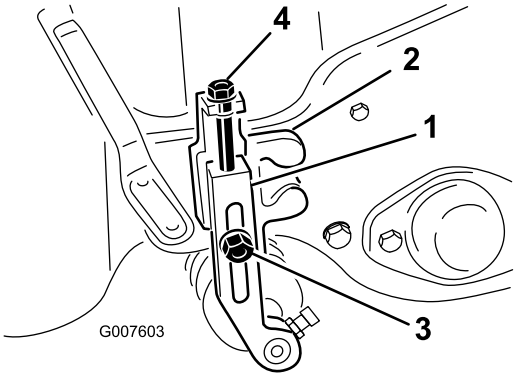

Figuur 48
2. Draai de borgmoeren los waarmee de maaihoogte-armen zijn bevestigd aan de maaihoogtebeugels (Figuur 48)